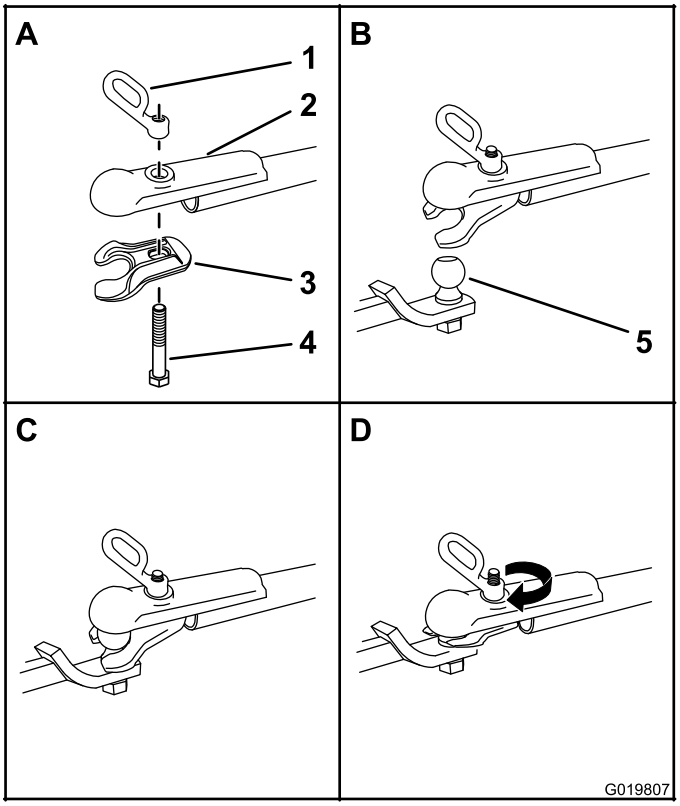

Figure 20
1. Appliquez du frein-filet sur les filetages du boulon de la tête d'attelage pour bloquer la poignée de la tête d'attelage en place (Figure 20).
3. Poussez le boulon de la tête d'attelage dans la chape et le haut de la tête d'attelage, puis fixez la poignée de la tête d'attelage au boulon (Figure 20).
5. Tournez la poigné de la tête d'attelage dans le sens horaire pour la visser sur le boulon jusqu'à ce qu'elle soit bien fixée (Figure 20).